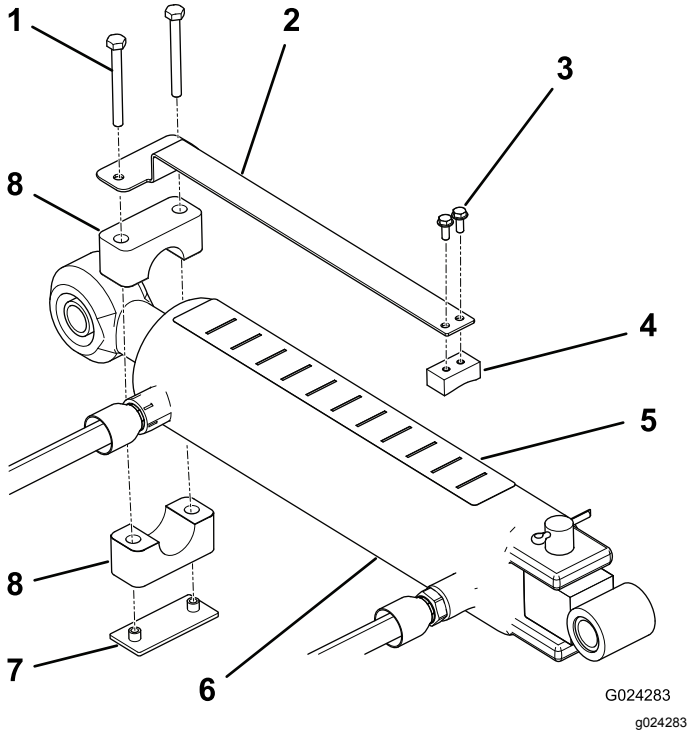

Rysunek 8
1. Zamontuj wskaźnik głębokości do płaskiej strony kostki przesuwnej używając 2 śrub (nr 10 x ½ cala), ustawiając elementy jak na Rysunek 8.
2. Używając obejmy do rur, płyty spawanej i 2 śrub (¼ x 2½ cala) luźno zamocuj wskaźnik głębokości do tłoczyska siłownika górnego łącznika (Rysunek 8). Upewnij się, że obejmy są wystarczająco poluzowane, aby umożliwić ich obrót do pożądanego położenia.
4. Zamocuj etykietę głębokości do górnej powierzchni siłownika w miejscu, w którym będzie widoczna dla operatora i nie będzie kolidować z przewodami hydraulicznymi lub w inny sposób przeszkadzać w działaniu (Rysunek 8). Koniec etykiety z literą „J” powinien być skierowany w stronę aeratora.